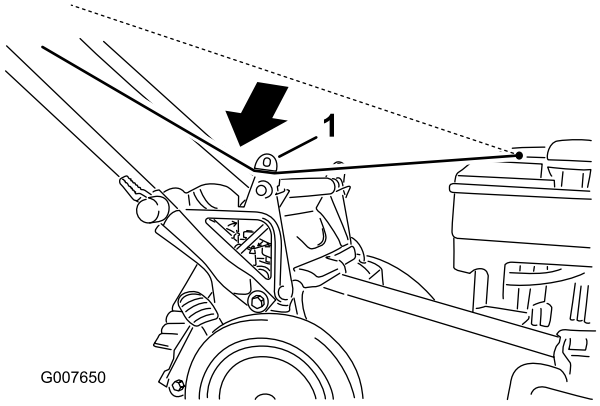

Figur 23
1. Før startsnoren rundt om det nedre snorestyr (Figur 23).